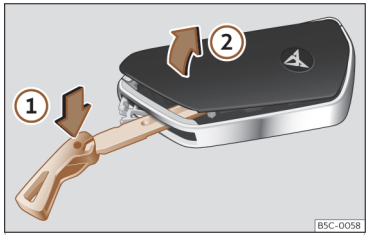

Fig. 66 Llave del vehículo: abrir la tapa del compartimento de la pila.
- Introduzca el espadín en la ranura ››› fig. 66, presiónelo en el sentido de la flecha ① y desprenda la tapa haciendo palanca ②.